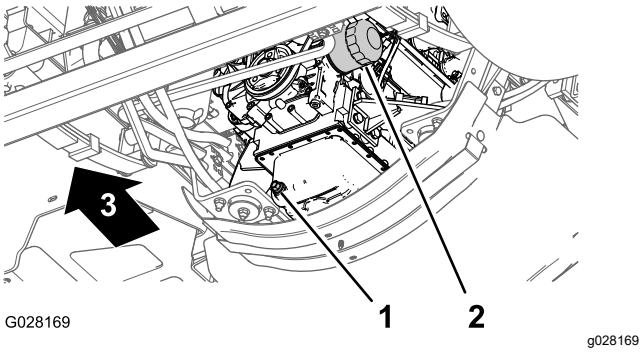

Figuur 76
3. Zet een opvangbak onder het motoroliefilter (Figuur 76).
4. Verwijder het oude oliefilter (Figuur 76).
8. Monteer het oliefilter op het filtertussenstuk en draai het oliefilter rechtsom tot de rubberen pakking het filtertussenstuk raakt. Draai vervolgens het filter nog een halve slag aan (Figuur 76).
1. Plaats een opvangbak onder de aftapplug (Figuur 76).
2. Verwijder de aftapplug (Figuur 76) en laat alle olie weglopen.